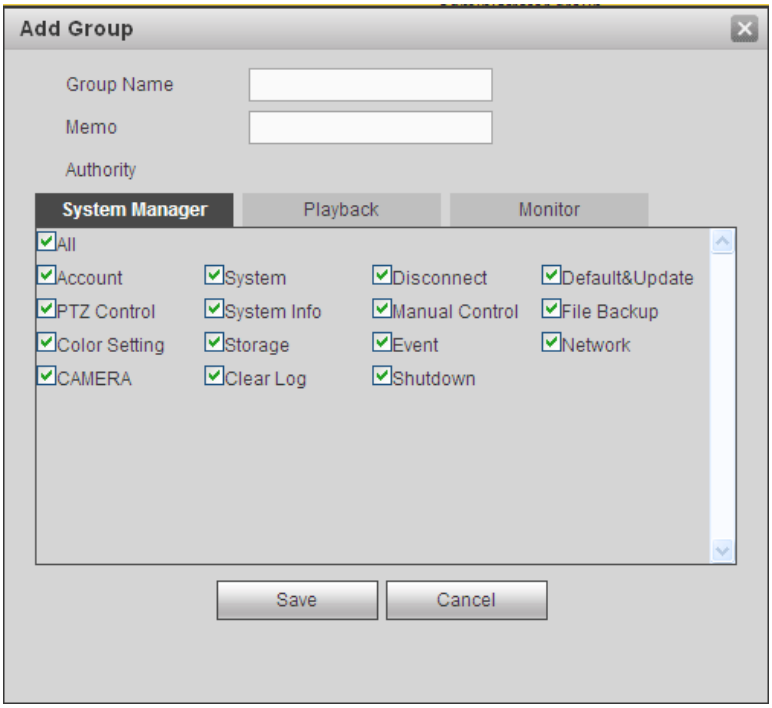

Figure 5-88
**Add group:** It is to add group and set its corresponding rights. See Figure 5-88.